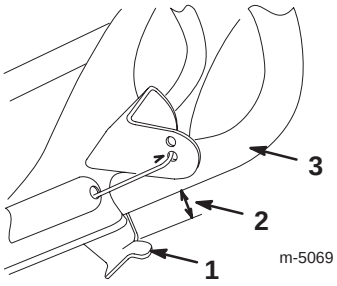
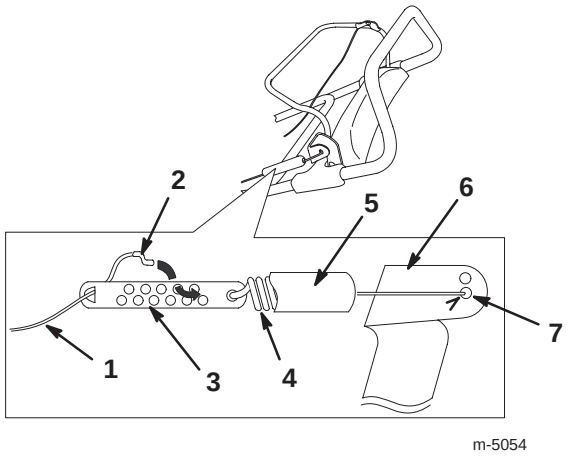

Figur 9
Figur 10
3. Kontrollera att det finns ett mellanrum på 3 till 6 mm mellan manöverreglagets fäste och handtaget, som i figur 9.
1. Haka av den fjädrande änden från hålet i mitten av manöverreglagets fäste enligt figur 10.
3. Haka av Z-inpassningen från vajerjusteraren (figur 10) och sätt den i ett annat hål på justeraren för att få ett gap på 3 till 6 mm mellan manöverreglagets fäste och handtaget (figur 9).
5. Haka fast fjädern i hålet i centrum av manöverreglagets fäste enligt figur 10.
Observera: När snöslungan använts en längre tid kan drivremmen bli sliten och förlora sin ursprungliga remspänning. Felaktig remspänning orsakar slirning och minskar prestandan under hög belastning. Remslirning kan inträffa efter två eller tre säsonger av normal användning (10 till 15 arbetstimmar). Om drivremmen slirar (och man hör ett oavbrutet gnisslande) vid tung belastning kan man öka remspänningen genom att sätta fjäderänden i ett annat hål i manöverreglagets fäste enligt figur 10. Justera gapet mellan manöverreglagets fäste och handtaget till mellan 3 och 6 mm.